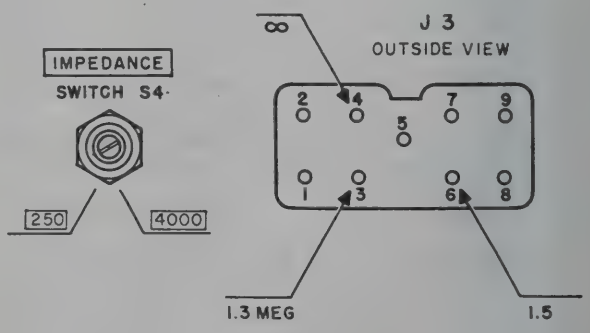

Figure 108. Receiver power receptacle J3 and IMPEDANCE switch S4 resistances to ground.
a. Receiver Filament and Place Circuits (figs. 66 and 67). Remove the receiver-transmitter interconnecting cable from the socket in back of the receiver chassis. The resistance to be obtained between ground and terminals 3, 4, and 6 are shown in figure 108. The reading between ground and terminal 6 will be obtained only if a headset is plugged in J1 or J2. If the headset is not plugged in, the reading from ground to terminal 6 will be infinite. If these readings are not obtained, *do not* apply power to the radio set, but trace the circuits to see where the shorts or opens are located. If this is not done, the power supply may be damaged.